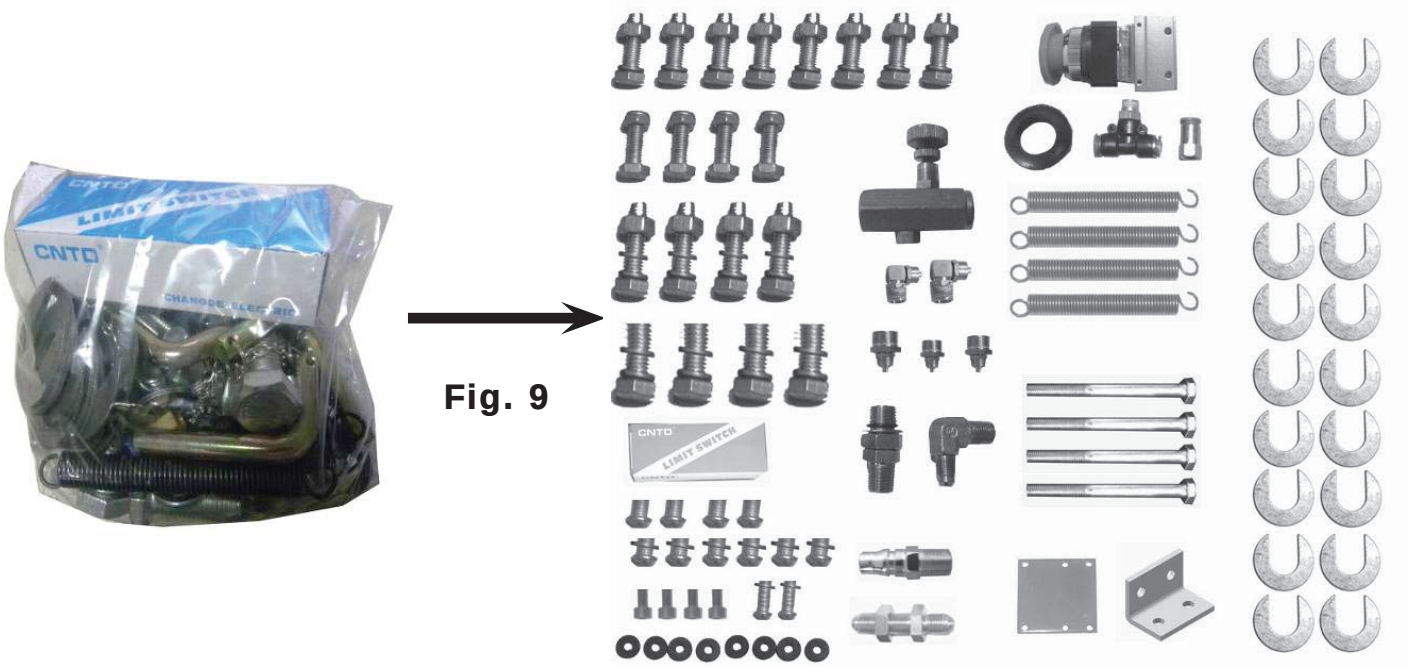

Fig. 9
7. Check the parts of the parts bag according to the parts bag list **(See Fig. 9)**.